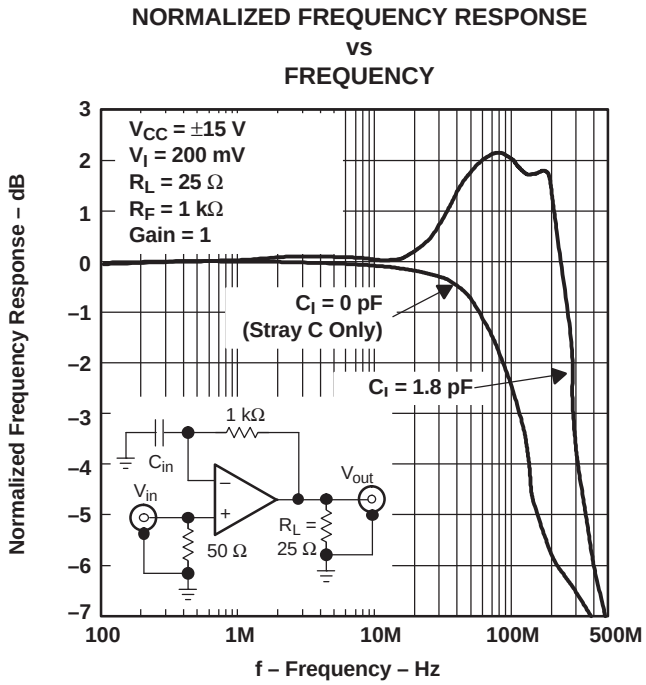

Figure 44. Driver Normalized Frequency Response vs Frequency
- Input stray capacitance - To minimize potential problems with amplifier oscillation, the capacitance at the inverting input of the amplifiers must be kept to a minimum. To do this, PCB trace runs to the inverting input must be as short as possible, the ground plane must be removed under any etch runs connected to the inverting input, and external components should be placed as close as possible to the inverting input. This is especially true in the noninverting configuration. An example of this can be seen in Figure 44, which shows what happens when 1.8 pF is added to the inverting input terminal in the noninverting configuration. The bandwidth increases dramatically at the expense of peaking. This is because some of the error current is flowing through the stray capacitor instead of the inverting node of the amplifier. Although, in the inverting mode, stray capacitance at the inverting input has little effect. This is because the inverting node is at a *virtual ground* and the voltage does not fluctuate nearly as much as in the noninverting configuration.